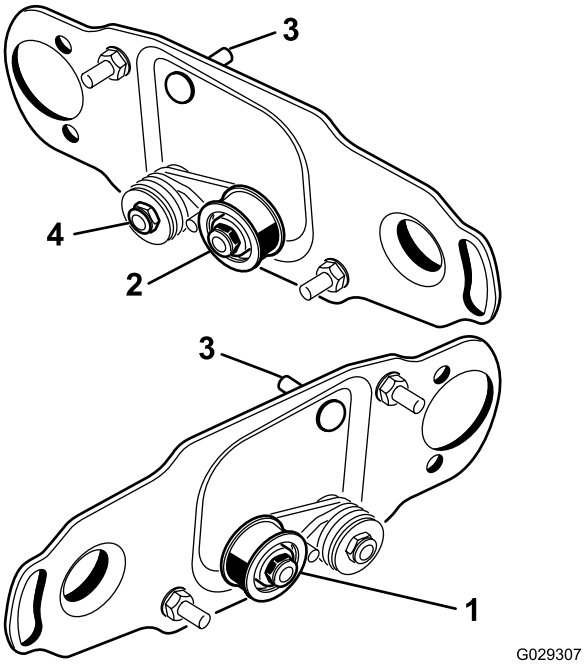

Bild 3
Drehen Sie am linken Front- und linken Heckschneideinheit die Spannscheiben um, damit sie **hinten rechts** an der Schneideinheit (Bild 3) wie folgt montiert werden können:
1. Entfernen Sie die Spannscheiben hinten links an der Schneideinheit und montieren sie im unteren Loch in der Bürstenplatte hinten rechts an der Schneideinheit (Bild 3).
2. Entfernen Sie die Schlossschraube und die Mutter und setzen sie in das obere Loch, in dem vorher die Spannscheibe war (Bild 3).